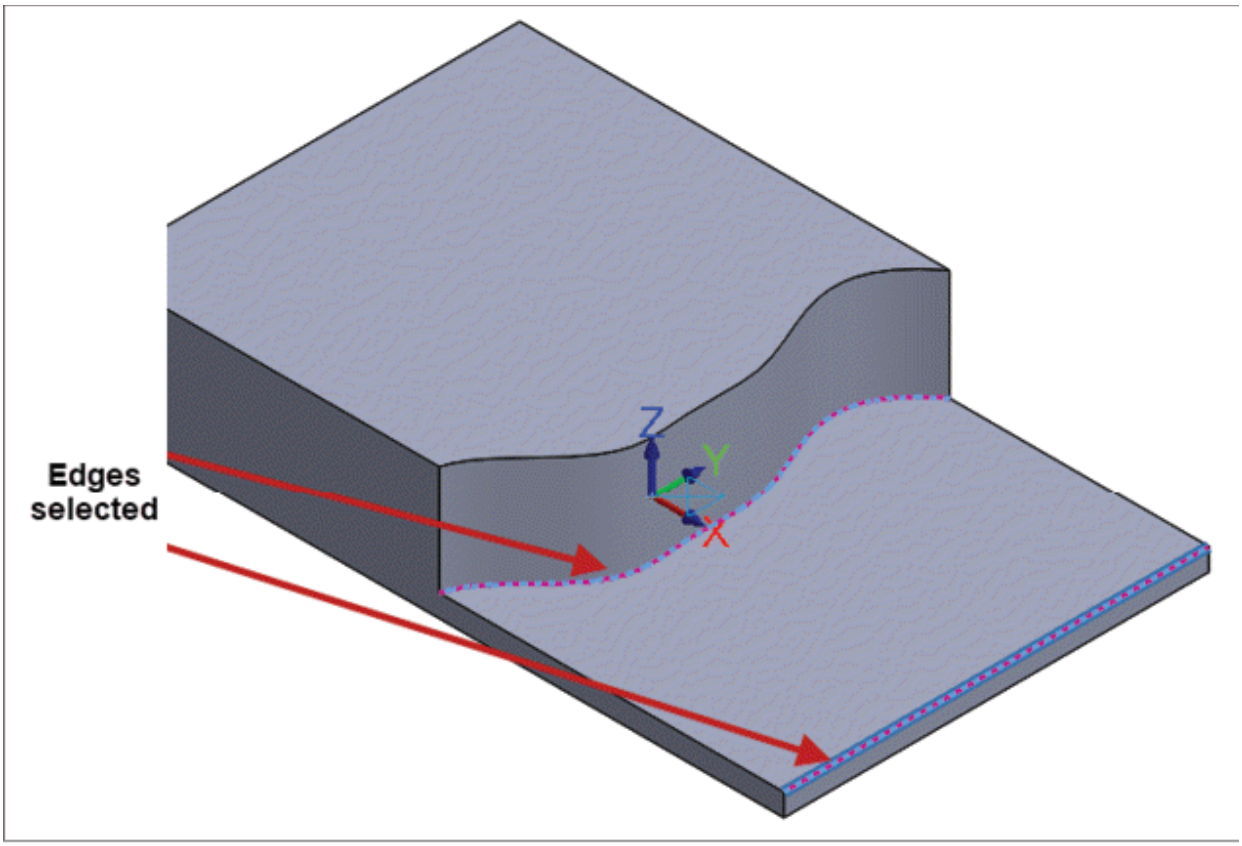

Figure-50. Edges of open chains to be selected
- Select the edges of the open chains; refer to Figure-50.